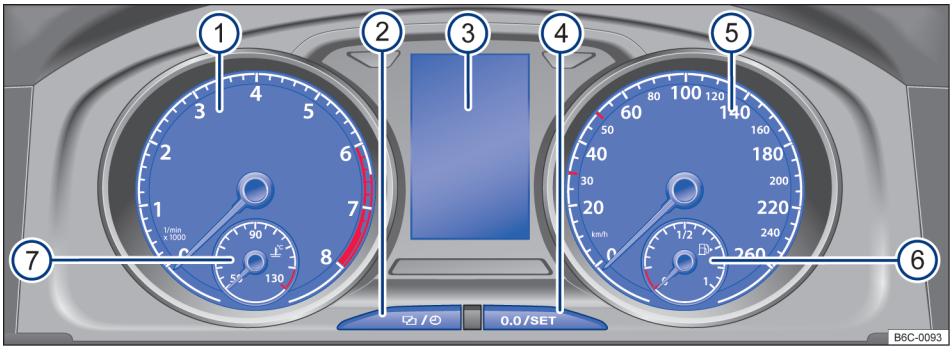

Fig. 10 Instrumento combinado analógico no painel de instrumentos.
Explicações sobre os instrumentos → Fig. 10:
① **Tacômetro (conta-giros)** (rotações x 1000 por minuto do motor em funcionamento) → Página 19.
② **Botão de ajuste do relógio**[1] → Página 25.
③ **Indicadores do display** → Página 21.
④ **Botão para zerar** ou para exibição do hodômetro parcial (**trip**).
⑤ **Velocímetro** (medidor de velocidade).
⑥ **Indicador do nível de combustível** → Página 20.
⑦ **Indicador de temperatura do líquido de arrefecimento do motor** (depende da versão do veículo) → Página 21.
Dependendo da versão do veículo, o indicador do nível de combustível pode estar localizado no visor do display → Fig. 10 ③.
Dependendo da versão do veículo, o indicador de temperatura do líquido de arrefecimento do motor pode estar localizado no visor do display → Fig. 10 ③. ◁